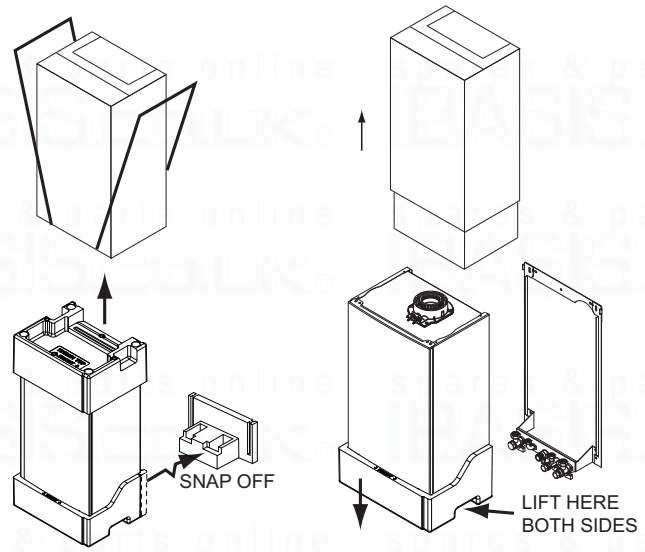

Fig. 22
8.6 Flue Accessories (Fig. 22)